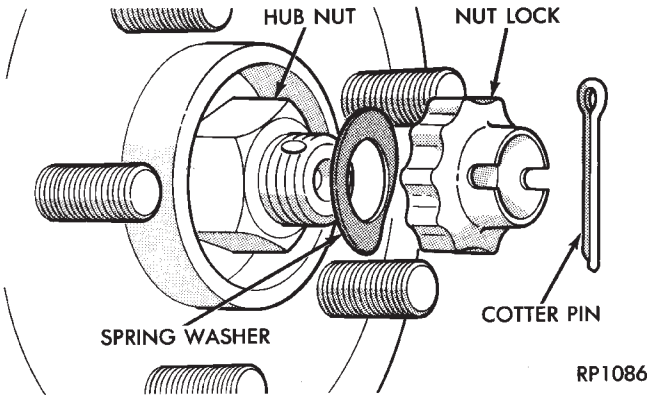

Fig. 2 Cotter Pin, Nut Lock and Spring Washer
(1) Remove cotter pin, nut lock, and spring washer from the end of the outer C/V joint stub axle (Fig. 2).